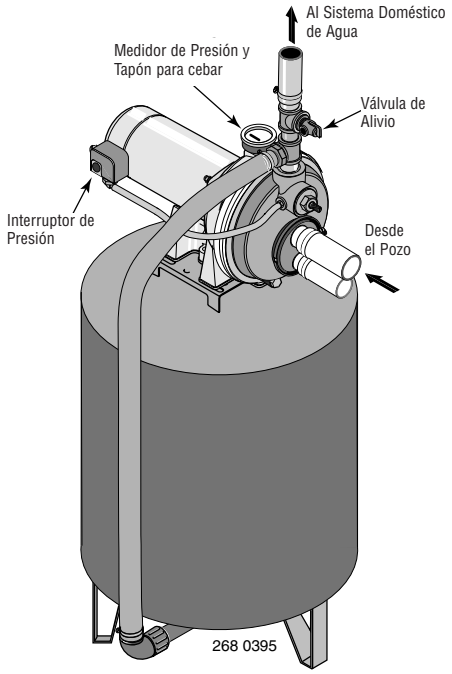

Figura 12: Conexiones del Tanque Pre-cargado
CONEXIÓN DE TANQUE DE PRE-CARGA (Figura 12)
1. Instale una boquilla de cierre y una "T" en el orificio de descarga de la bomba (vea la Figura 12). La tubería debe ser al menos del mismo tamaño que el orificio de descarga. Instale una tubería o una manguera reforzada desde un brazo de la "T" al orificio en el tanque de pre-carga.